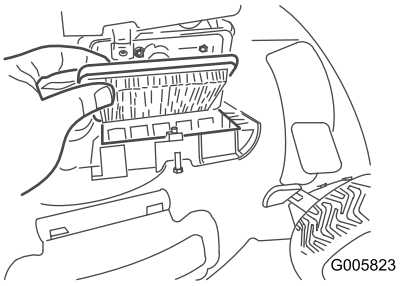

Figure 20
2. Remplacez le filtre à air (Figure 20).